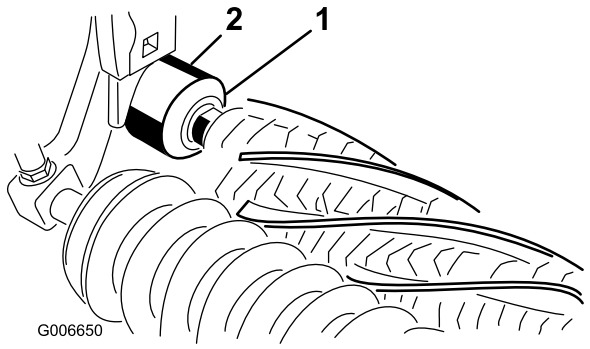

Figura 25
26. Asegúrese de que el borde sellante de cada retén toca ligeramente el alojamiento del cojinete correspondiente (Figura 25).